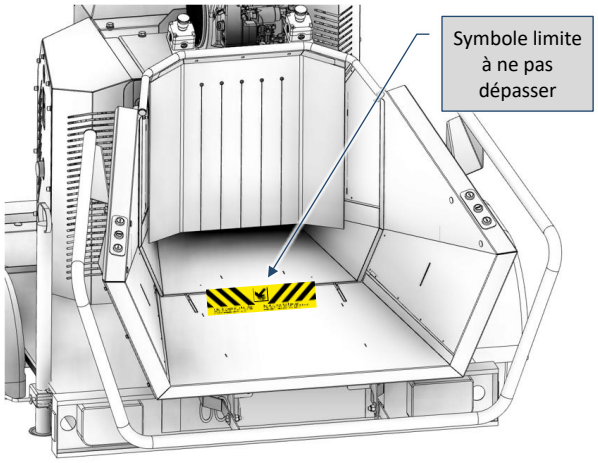

Fig. 8-2 – Entrée de la trémie de chargement
- Ne dépassez pas la limite indiquée à l'intérieur de la trémie avec les mains, comme l'indique le pictogramme approprié (Fig. 8-2).
Enlevez le matériau en excès qui a causé le blocage de la trémie de chargement.	***Pendant cette opération, ne dépassez pas la limite indiquée à l'intérieur de la trémie par le pictogramme approprié (Fig. 8-2).***